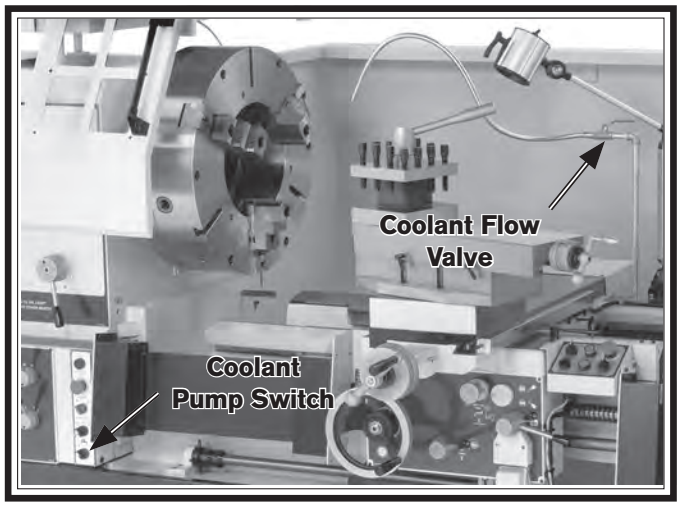
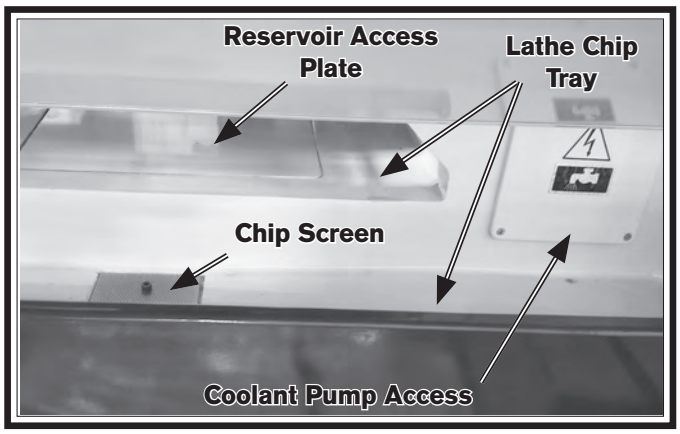

Figure 73. Coolant controls.
Figure 74. Coolant system access and components.
The coolant system consists of an integral coolant reservoir (part of lathe base), pump, and flexible nozzle. The pump pulls fluid from the reservoir and sends it to the valve (see **Figure 73**), which controls the flow of coolant to the nozzle. As the fluid leaves the cutting area, it drains back into the tank through the catch tray and chip screen shown in **Figure 74**.
3. Clean chip screen, wipe out lathe chip tray, and remove reservoir access plate shown in **Figure 74**.
5. Remove reservoir access plate shown in **Figure 74** and remove pump.